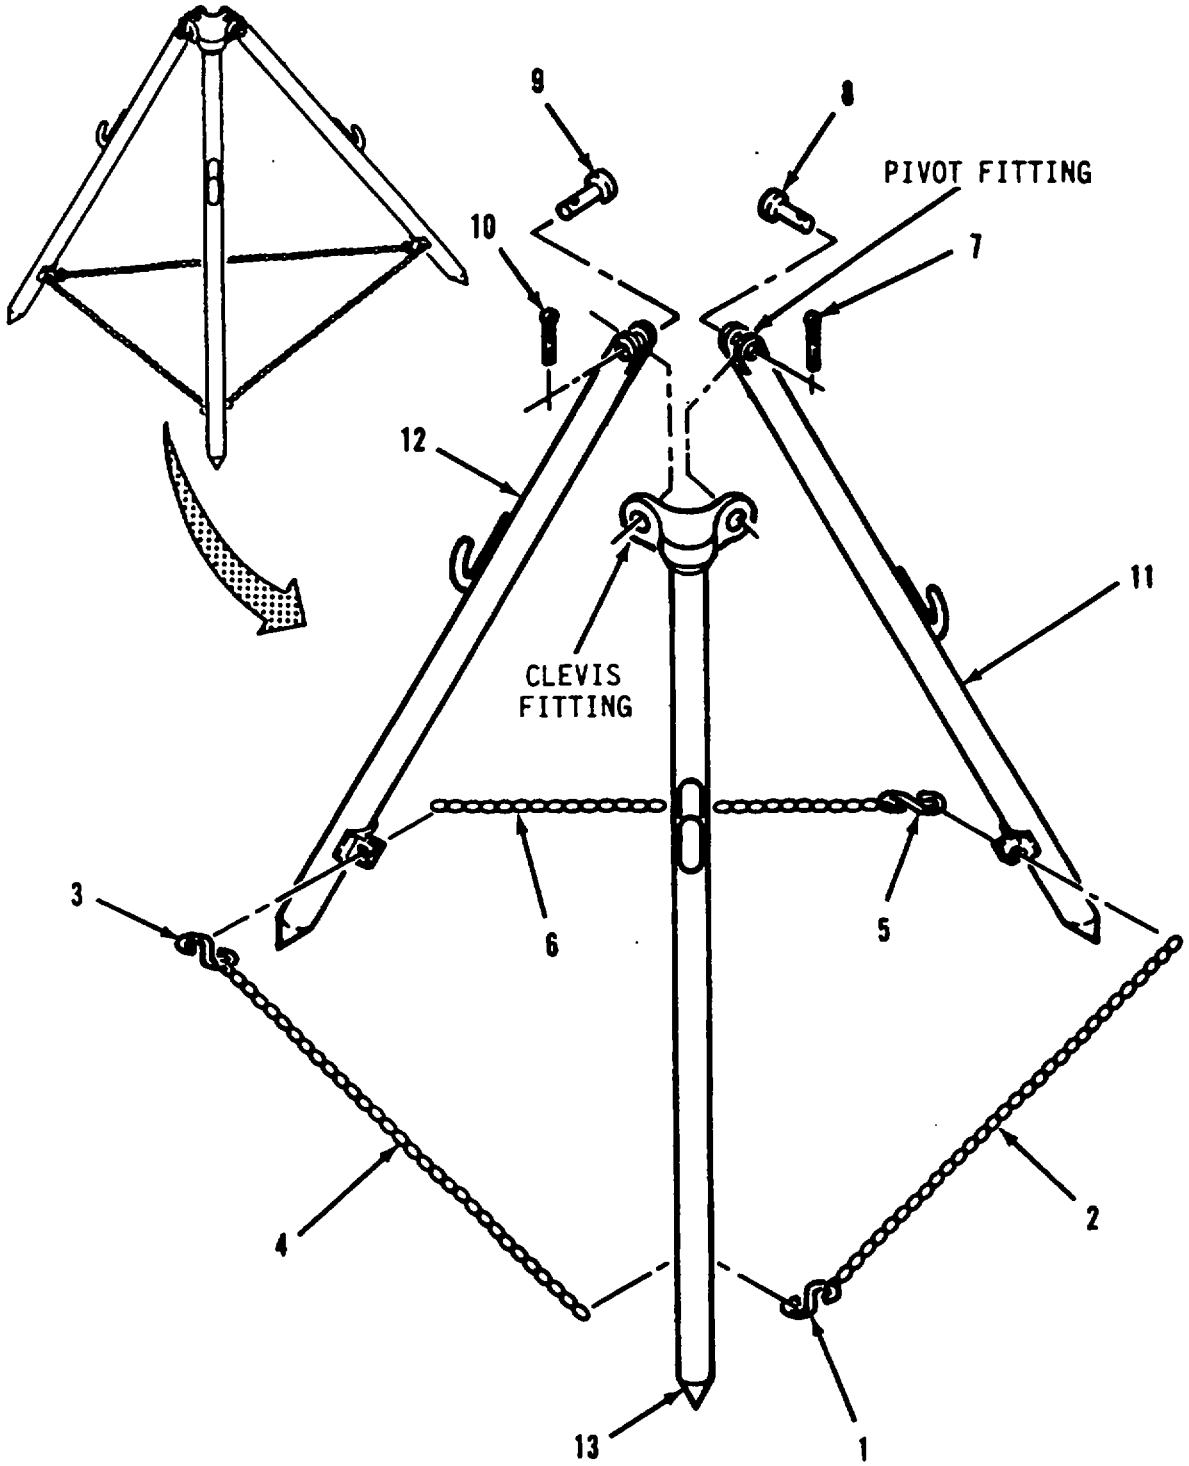

Figure 4-10. Nozzle Stand Repair
(1) Inspect legs (11, 12 and 13) for cracks, broken clevis ends and bent or missing nozzle hangers.
(2) Inspect chains (2,4 and 6) for broken links.
e. Assembly. Refer to Figure 4-10.
(1) Position clevis fitting on leg (12) over pivot fitting on leg (13).
(2) Install straight pin (9) through pivot fitting and clevis. Install cotter pin (10) in straight pin.
(3) Align clevis fitting on leg (13) with pivot fitting on leg (11).
(4) Install straight pin (8). Install cotter pin (7) in straight pin.
(5) Connect chains (2, 4, and 6) to legs (11, 12, and 13) with S-hooks (1, 3, and 5).
(6) Position nozzle stand in water system.